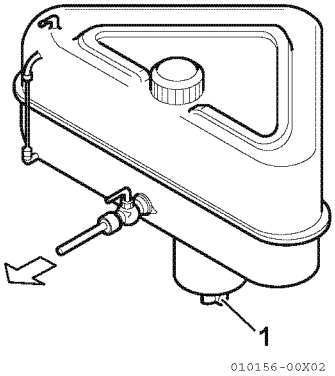

Figur 1
1. Sätt ett uppsamlingskärl (1, **Figur 1**) under tappkranen att tappa bränslet i.